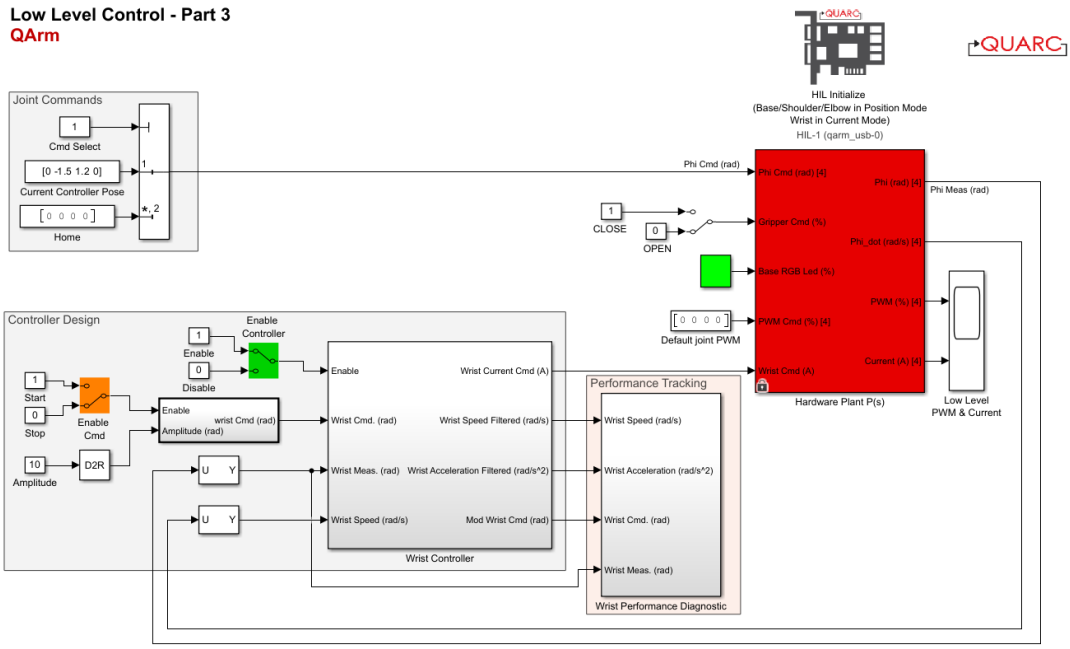

Figure 9: Simulink model that controls the QArm in hybrid Position/Current Mode
4. Open the Simulink model LowLevelControlWristCurrent.slx (Figure 9). In this part of the lab, you will study the performance of the wrist current controller. Primarily you will focus on increasing the amplitude of the wrist angle to study how the controller performs as the range of motion for the wirst increases.